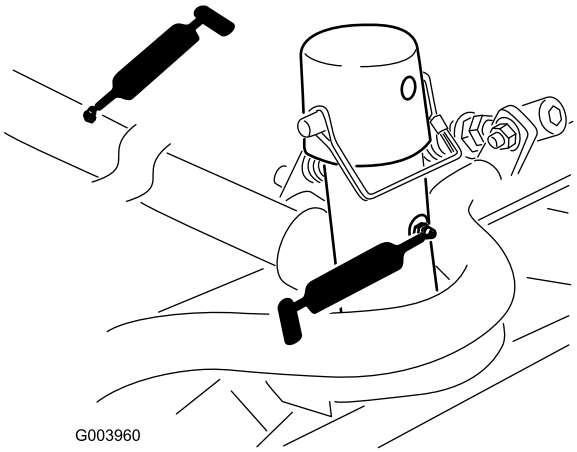

Figuur 44
- Draagframe van maaidek en draaipunt (2 elk) (Figuur 44)